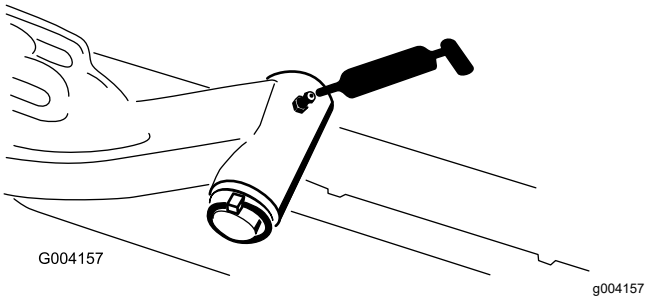

Figur 73
- Lyftarmens svängaxel (1 var) (Figur 73)